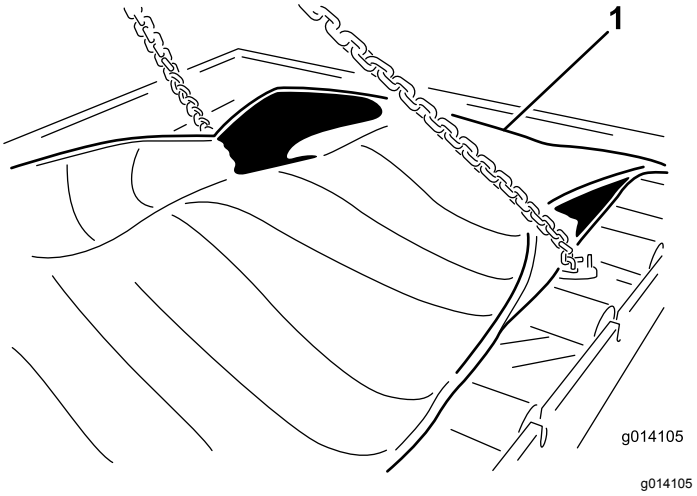

Figuur 60
23. Verwijder de 24 bouten om het element los te maken (Figuur 60).